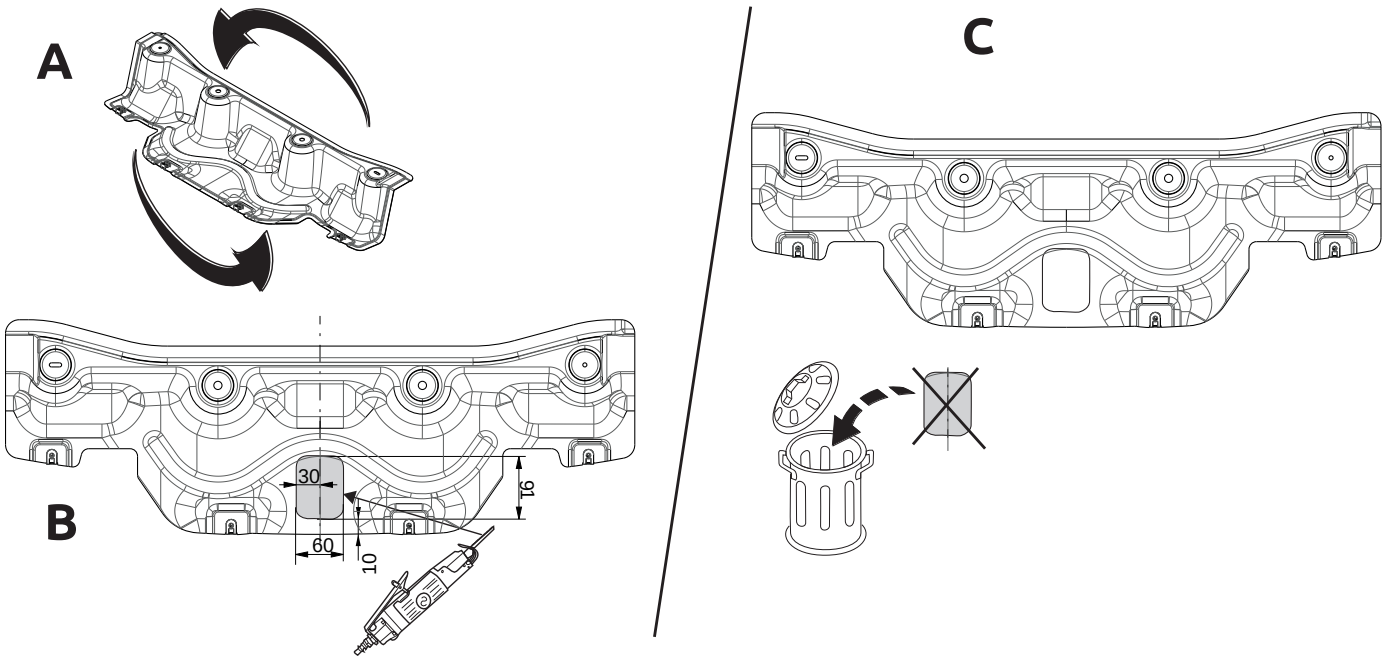

Fig. 2
6. **Внимание! При необходимости:** Выпилить часть из закрывающей пластины, как указано на рис. 2.